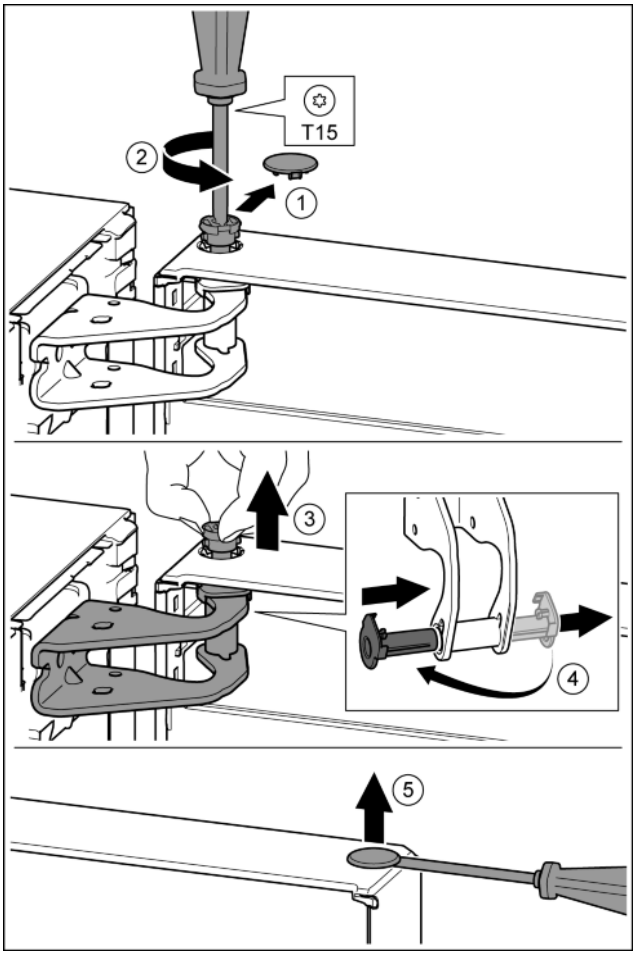

Fig. 13
- ▶ Carefully remove the protective cover. *Fig. 13 (1)*
- ▶ Undo the bolt a little with a T15 screwdriver. *Fig. 13 (2)*
- ▶ Hold the door and remove the bolts with your fingers. *Fig. 13 (3)*
- ▶ Pull the bearing bush out of the guide. Insert from the other side and click into place. *Fig. 13 (4)*
- ▶ Carefully lift the plugs out of the door bearing bush with a slotted screwdriver and remove. *Fig. 13 (5)*